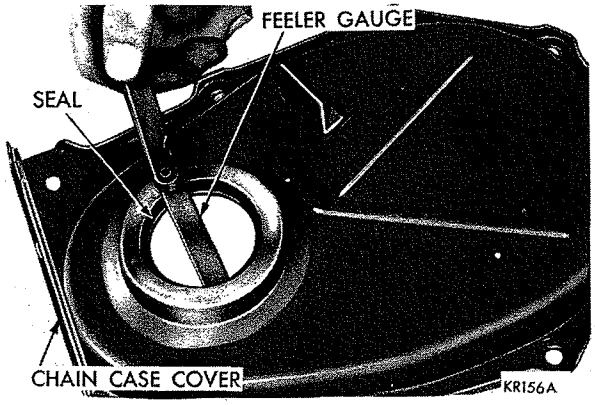

***Fig. 30—Inspecting Seal for Proper Seating***
(5) The seal is properly installed when the neoprene is tight against face of cover. Try to insert a .0015 inch feeler gauge between the neoprene and the cover (Fig. 30). If the seal is installed properly, feeler gauge cannot be inserted.